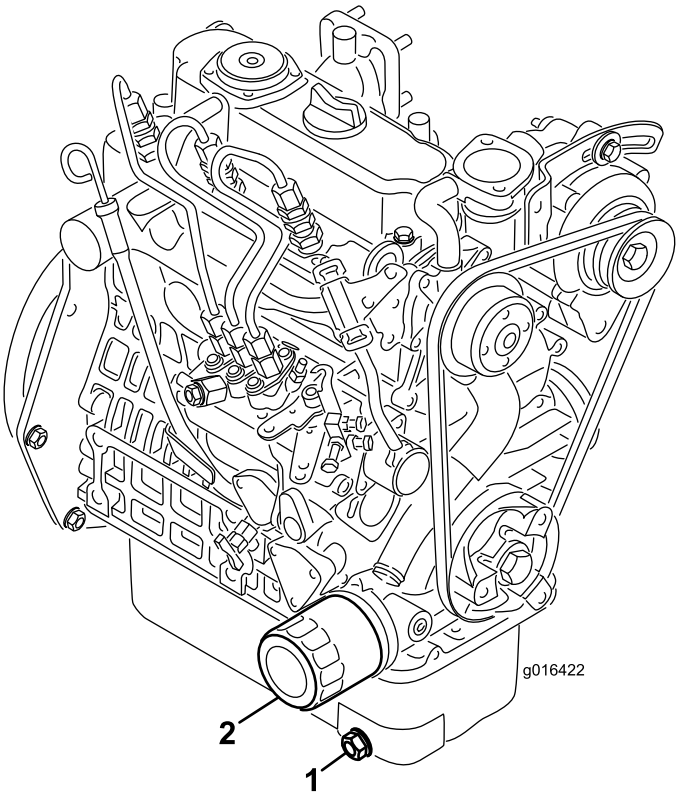

**Figur 38**
1. Fjern aftapningsproppen (Figur 38), og lad olien flyde over i aftapningsbeholderen. Monter aftapningsproppen igen, når olien holder op med at løbe.